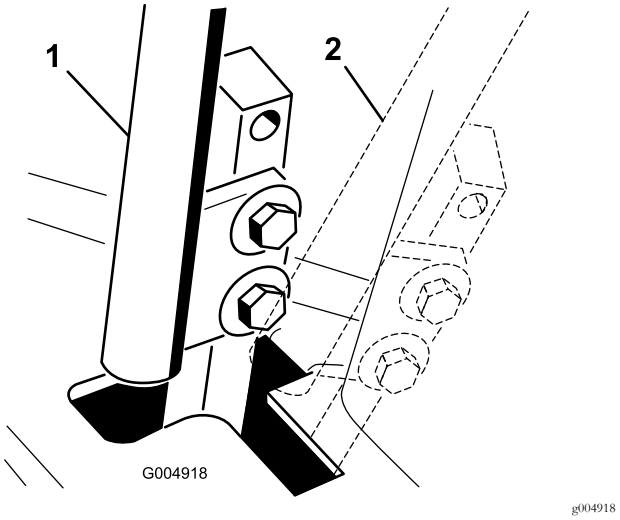

Rysunek 55
4. Ustaw dźwignię sterowania w położeniu NEUTRALNYM, ale jej **nie blokuj** (Rysunek 55).
6. Sprawdź, w którym miejscu znajduje się dźwignia względem wycięcia w konsoli (Rysunek 55).